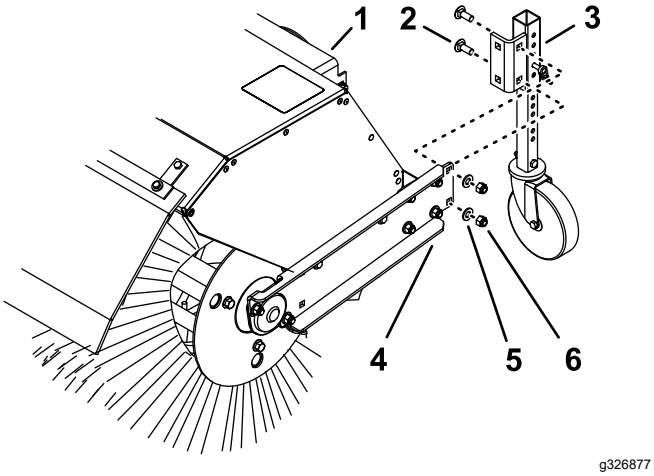

**Figur 21**
Når du arbejder i sne, skal du flytte styrehjulene fra den forreste del af kostens arm til den bageste del af kostens hjelm (Figur 21).
2. Afmonter de 2 låsemøtrikker, 2 spændeskiver og 2 bræddebolte (Figur 21), der fastgør styrehjulsbeslaget til kostens arm.
3. På den bagerste del af kostens hjelm skal du rette hullerne i styrehjulsbeslaget ind med hullerne på indersiden af kostarmen (Figur 21).
4. Fastgør styrehjulsbeslaget til kostens arm med de 2 låsemøtrikker, 2 spændeskiver og 2 bræddebolte (Figur 21).